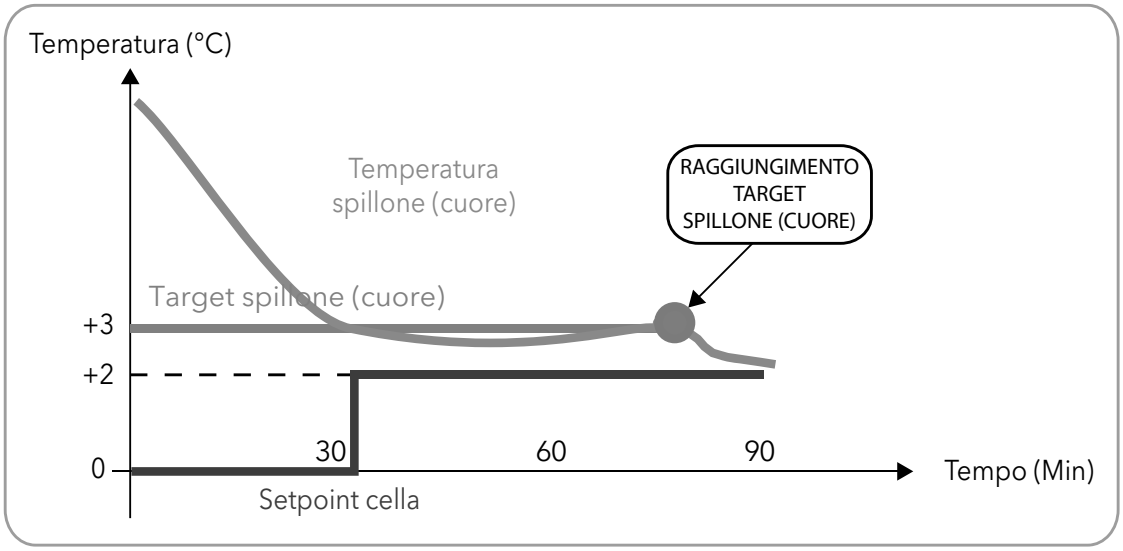

Fig. 10. Programma positivo con modalità di abbattimento soft
- positivo (raffreddamento), con temperatura di riferimento (target temperatura) positiva, e modalità di abbattimento soft (**Fig. 10 a pag. 21**);
I valori numerici riportati in **Fig. 10 a pag. 21** sono i default.